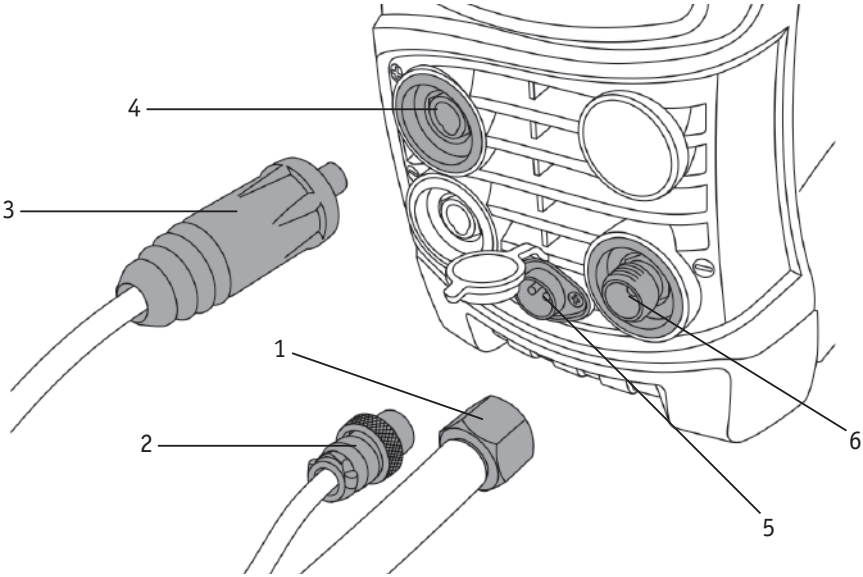

Рис. 8.0.3. Схема подключения сварочной горелки TIG.
2. Подключайте сварочные принадлежности для TIG сварки в следующем порядке (см. рис. 8.0.3).
3. Закрутите гайку сварочной горелки до упора (внут. резьба М16х1,5) на штуцер с наружной резьбой (см. рис. 8.0.3, п.1) на передней панели аппарата.
4. Подключите 2–pin разъем горелки к соответствующему разъему на передней панели аппарата (см. рис. 8.0.3, п. 2).
5. Вставьте кабельную вилку клеммы заземления в панельную розетку со знаком «+» (см. рис. 8.0.3, п.3) на передней панели аппарата, поверните её до упора по часовой стрелке, убедитесь в плотной фиксации соединения. Закрепите клемму заземления на заготовке.